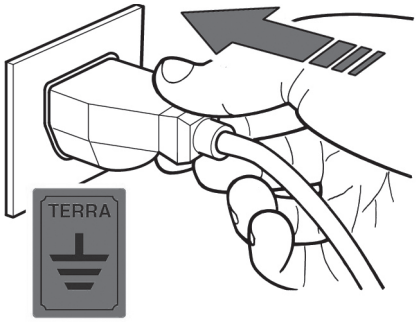

fig. 16
- It is imperative that the complete equipment is properly connected to an efficient earth connection (fig. 16).
**2)** Insert the power plug of the Showcase into the socket provided by the customer (fig. 16), making sure that it has earth contact and that there are no multiple sockets connected .